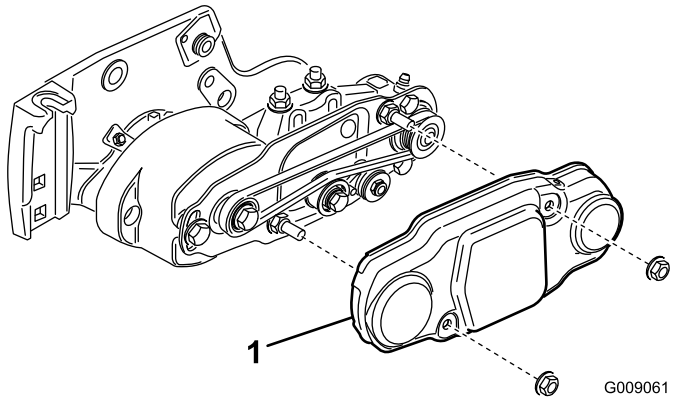

Figur 15
3. Fjern de (2) møtrikker, der fastholder rullebørstedækslet, og fjern dækslet (Figur 15).